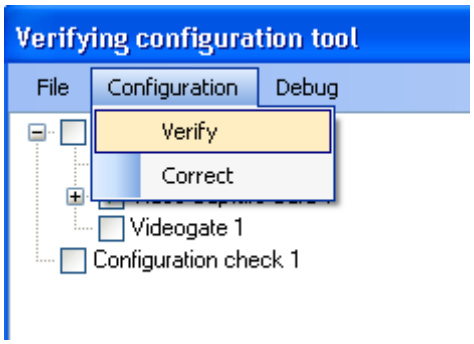

Figure 12.14-15 Verifying the objects in INTELLECT software
2. Go to the “Configuration” menu on the control panel and click the “Verify” button (Figure 12.14-15).